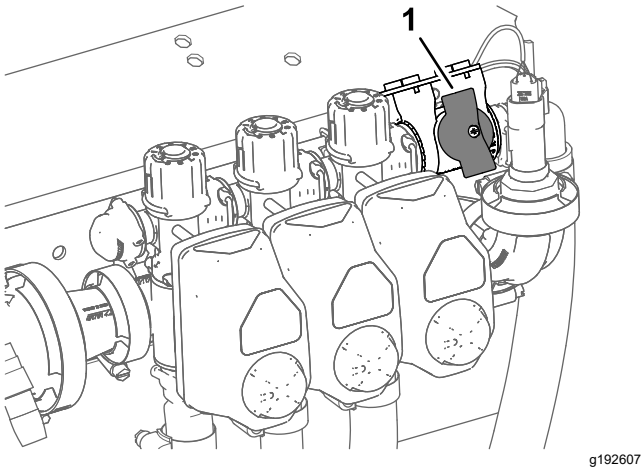

Figura 48
4. Para máquinas operadas no modo de taxa de aplicação, certifique-se de que o botão para a válvula de corte da distribuição da secção está na posição fechada (Figura 48).
5. Para máquinas operadas no modo de taxa de aplicação, certifique-se de a válvula de corte da distribuição da secção está na posição fechada (Figura 48).